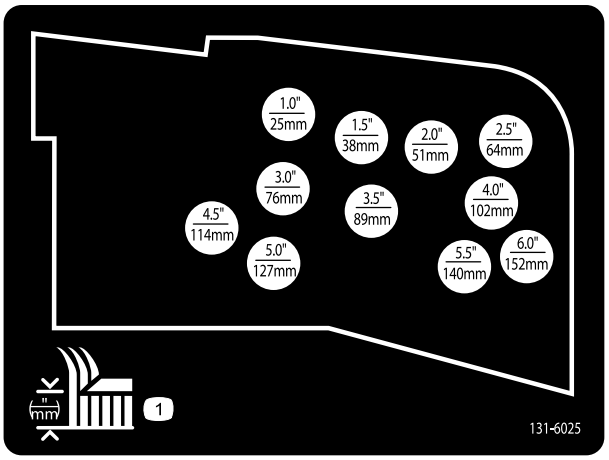

Figur 36
10. Montera klipphöjdskedjorna i önskat klipphöjdshål med hjälp av sprintbulten och hårnålssprinten (Figur 36).